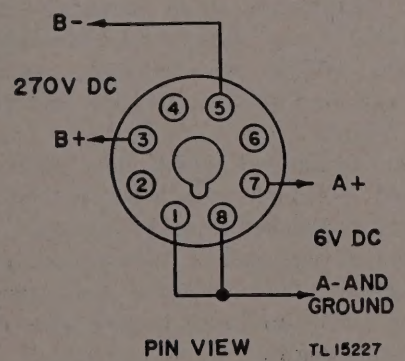

*Figure 5. Radio Receiver BC–787–(*), wiring diagram for d-c power plug.*
*b. D-C Operation.* The receiver may be operated from external batteries that deliver 6 volts at 4.5 amperes and 270 volts at 145 milliamperes. For such operation, connect the batteries to the spare unwired Plug PL–2. Use the plug to replace the original Plug PL–2 in socket SO 1 (fig. 5).